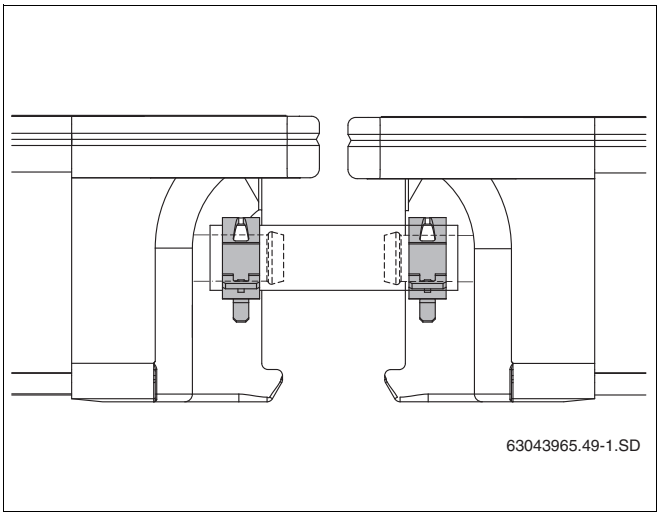

Рис. 50 Шланг солнечного коллектора с фиксирующими пружинными хомутами
- Зажмите все шланги на штуцерах коллектора пружинными хомутами (рис. 50).